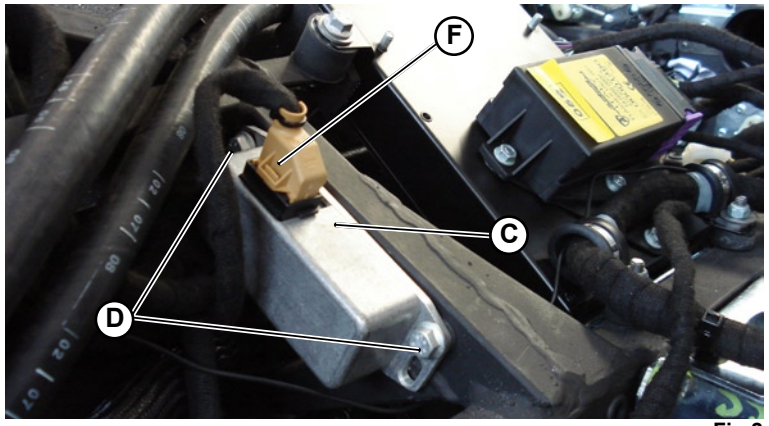
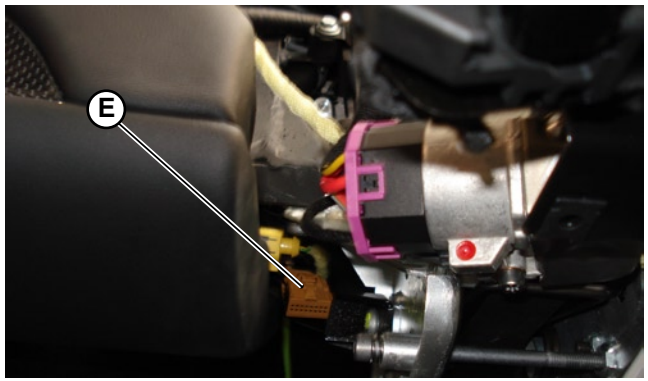

Fig.2
Fig.3
2. Using the bushes located with the previous operation and the two screws supplied with the kit (**D-Fig.2**), fix the camera ECU (**C-Fig.2**) on the vertical beam of the chassis.
3. Locate the free brown connector (**E-Fig.3**) that is present under the steering wheel cover behind the connector of the ignition key.
4. As shown in the picture beside (**F-Fig.2**), connect the brown connector (**E-Fig.3**) that was located with the previous operation to the camera ECU.